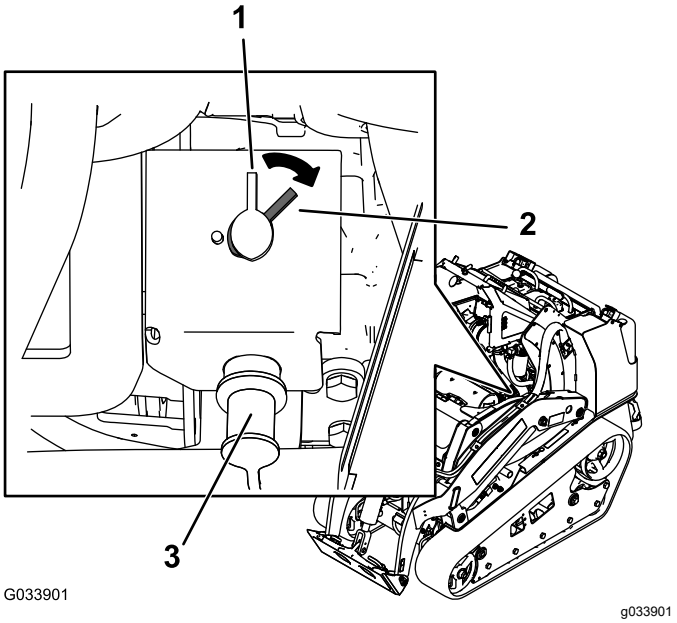

Рисунок 48
- Чтобы подать электропитание на машину, поверните выключатель аккумуляторной батареи по часовой стрелке в положение ВКЛ (Рисунок 48).
- Чтобы отсоединить электропитание от машины, поверните выключатель аккумуляторной батареи против часовой стрелки в положение ВЫКЛ (Рисунок 48).